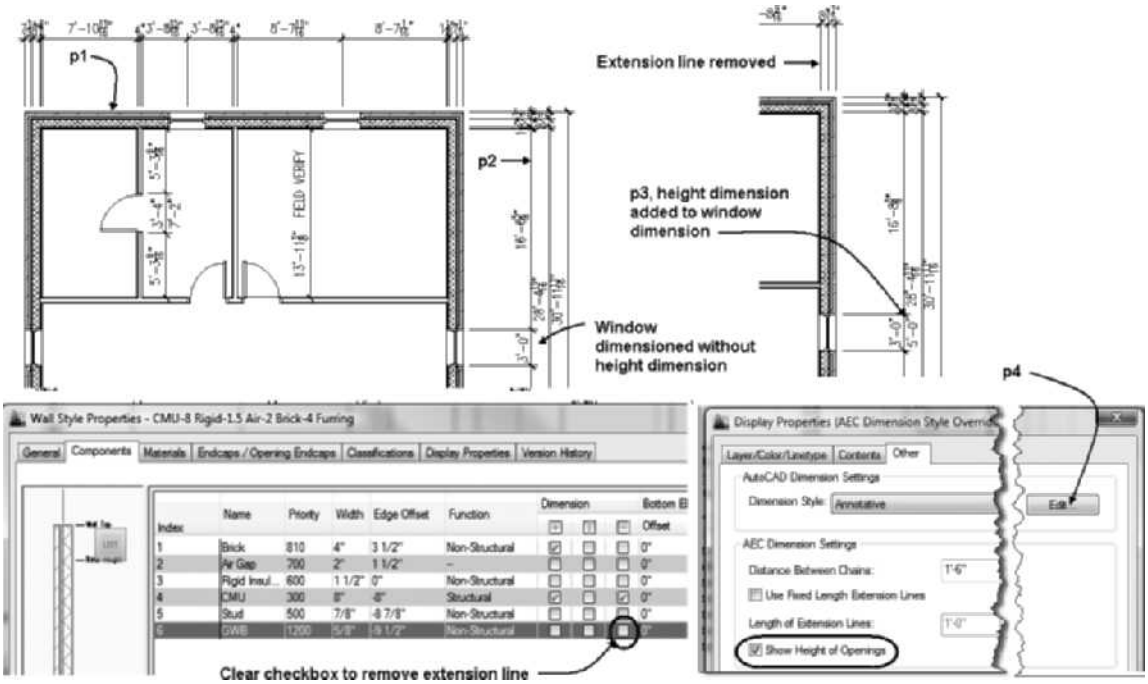

FIGURE 11.13 *Editing an AEC Dimension Style*
27. Select the wall at **p1** as shown in Figure 11.13. Choose Edit Style from the Edit Style flyout of General panel. Choose the Components tab. Clear the check box for GWB as shown in Figure 11.13.
30. Select the AEC Dimension shown at **p2** in Figure 11.13. Choose Edit Style from the Edit Style flyout of the General panel of the AEC Dimension tab. Choose the **Display Properties** tab. Choose the **Edit Display Properties** button. Choose the **Other** tab. Check the **Show Height of Opening** to specify the height of openings with the dimension string as shown at **p3** in Figure 11.13.
31. The Other tab lists the AutoCAD Dimension style used in the AEC Dimension. Choose the Edit button shown at **p4** in Figure 11.13. Open the Edit Dimension Style: Annotative dialog box. This option allows you to modify the dimension style.